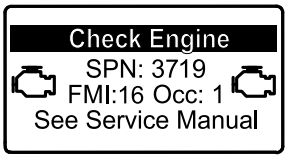

Figur 42
- Om en parkerad regenerering krävs visar InfoCenter motorvarning SPN 3719, FMI 16 (Figur 42) och motorns dator minskar motoreffekten till 85 %.